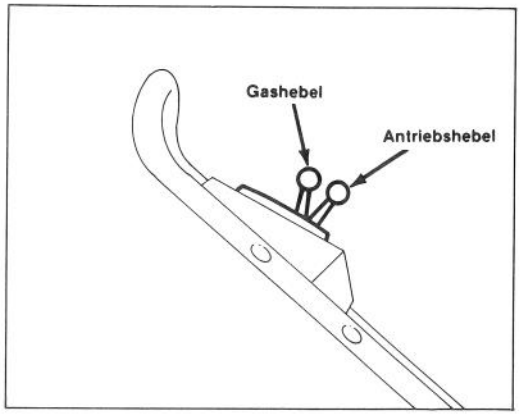

Abbildung 5
1. BEDIENUNGSELEMENTE (Bild 5) — Radantriebhebel und Gashebel befinden sich am oberen Griff.
2. STARTEN (Bild 5) — Draht auf Zündkerze schieben. Radantriebhebel auf DISENGAGE und Gashebel auf FAST stellen. Den Seilstarter ziehen und Gashebel bei Motoranlauf wunschgemäß einstellen.
4. SELBSTANTRIEB (Abb. 5) — Antriebshebel auf EIN stellen. Die Vorderräder werden jetzt den Mäher antreiben. Bei Wendungen und Kurven drücken Sie den Griff herunter, um die Vorräder etwas vom Gras abzuheben. Hebel auf AUS in Arretierstellung bringen, um den Vorderradantrieb abzustellen.
5. STOPPEN (Bild 5) — Zum Stoppen des Motors Radantriebhebel auf DISENGAGE und Gashebel auf OFF stellen.